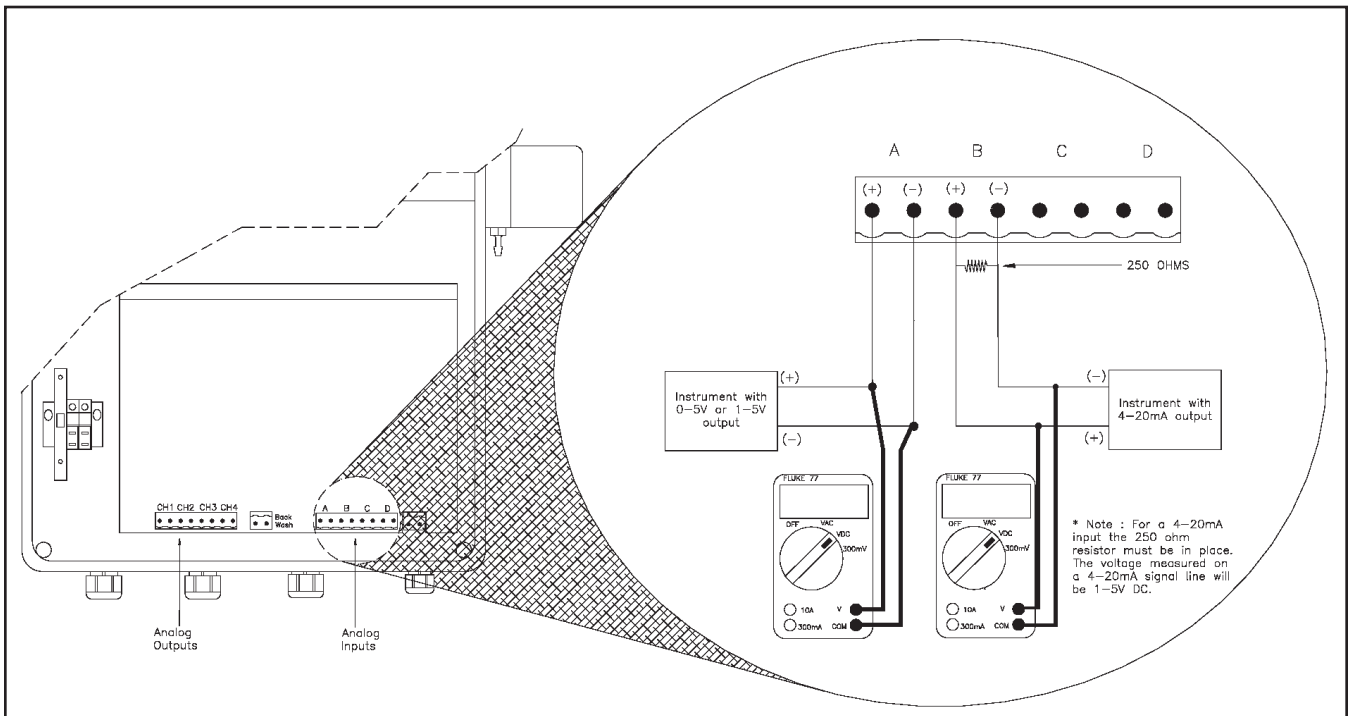

FIGURE 10. Analog Input Voltage Check
Step 1: Use the voltmeter to measure the analog signal when connected to the input terminals. Make sure that the voltage polarity is correct (See Figure 10). If a current signal is being used, make sure that the voltage drop across the input resistor corresponds to the expected value. Verify that the instrument produces the proper output signal as specified in the manual for that instrument. Some instruments can be programmed to put out minimum and maximum scale values to aid in configuration.